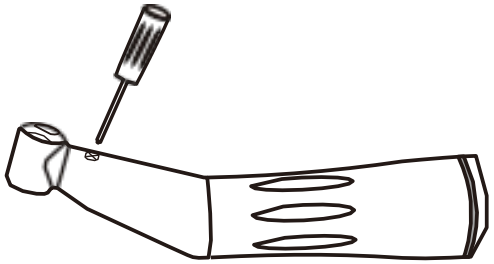

Afb. 2.1
① Draai het kleine schroefje op het gebogen deel los, schuif de kopafdekking opzij en verwijder het overbrengingswiel [Afb. 2.1].